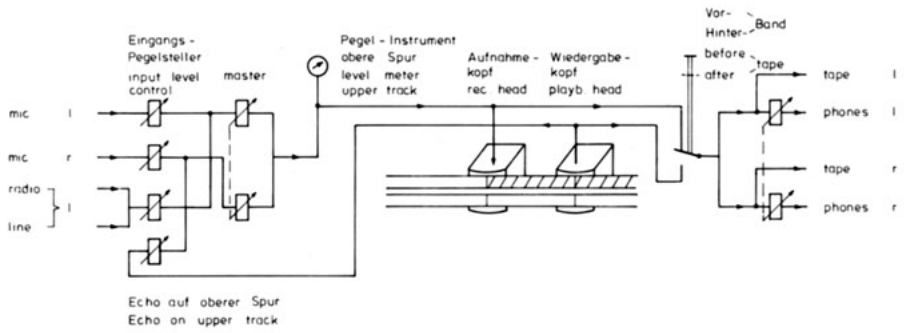

Abb. 5 / *fig. 5*
8. Echo (Abb. 5)
8. Echo (fig. 5)